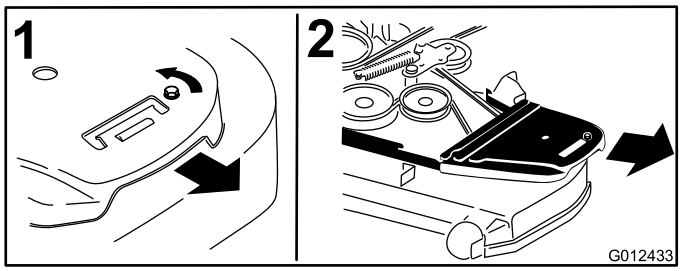

Figur 72
4. Ta bort remkåporna och tillhörande bultar (Figur 72).